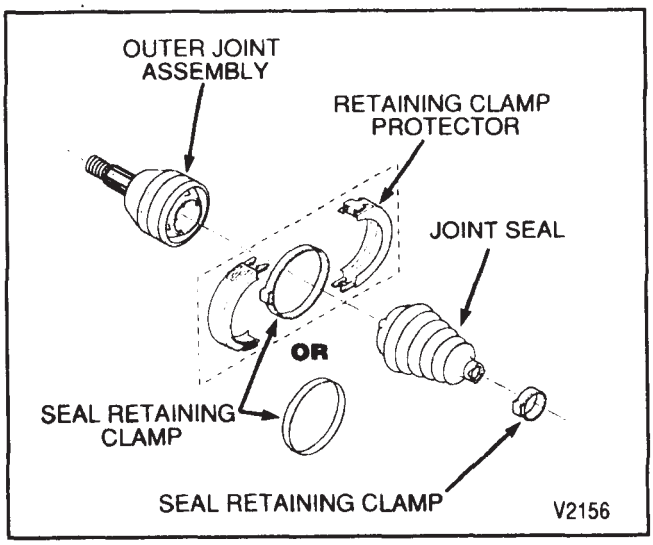

Figure 34—Outer CV Joint Disassembly
1. Seal clamp protectors (figure 34)